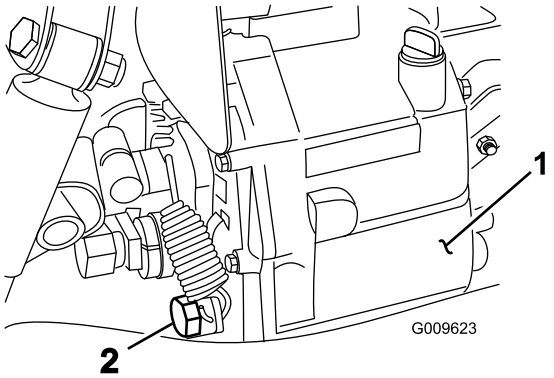

Figuur 72
2. Verwijder de aftapplug uit de zijkant van het reservoir en laat de hydraulische vloeistof in een opvangbak lopen (Figuur 72).